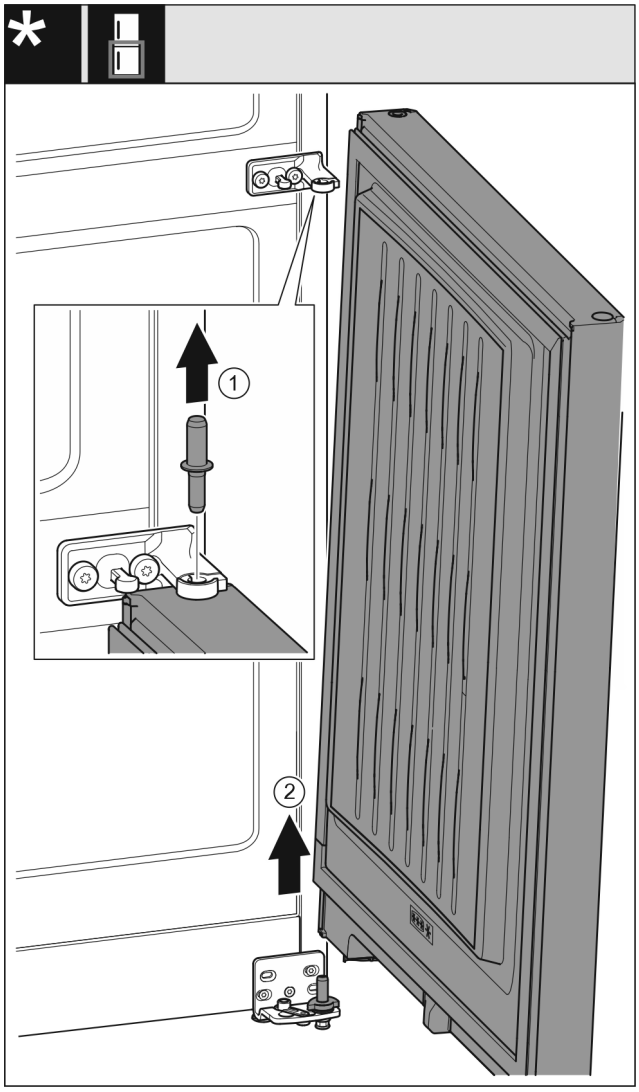

Fig. 11 Fără amortizor de închidere
▶ Extrageți în sus bolțul *Fig. 11 (1)*.
▶ Pivotați ușa *Fig. 11 (2)* în exterior, trageți în sus și așezați-o în lateral.